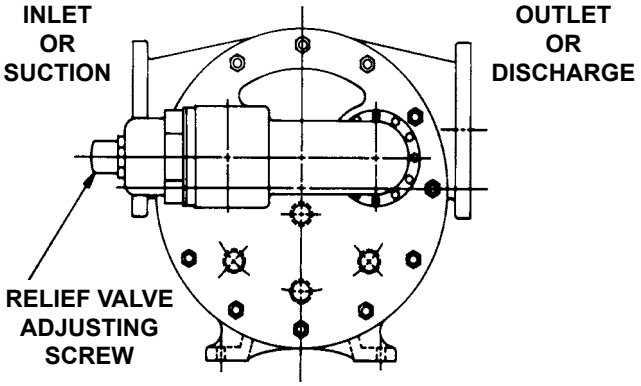

FIGURE 2
4. Relief valve adjusting screw cap must ***always*** point towards suction side of pump. If pump rotation is reversed, remove pressure relief valve and turn end for end. **Refer to Figure 2.**